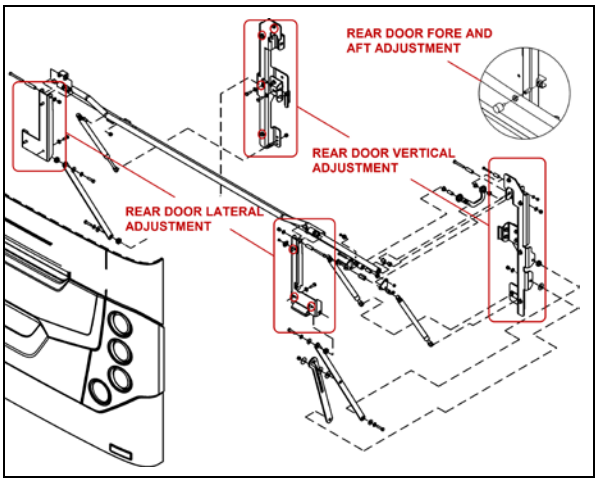

**FIGURE 101: ENGINE COMPARTMENT DOOR** 18633_1
1. To adjust the door VERTICAL position, loosen the bolts (4 on each side) holding the door supporting arm and gas springs bracket to the *vehicle structure* (Figure 101).
2. To adjust the door LATERAL position, loosen the bolts (3 on each side) holding the door supporting arm and gas springs bracket to the *door* (Figure 101).
3. Adjust the door FORE & AFT position by screwing/unscrewing the rubber door stops on each side of the door opening (Figure 101).